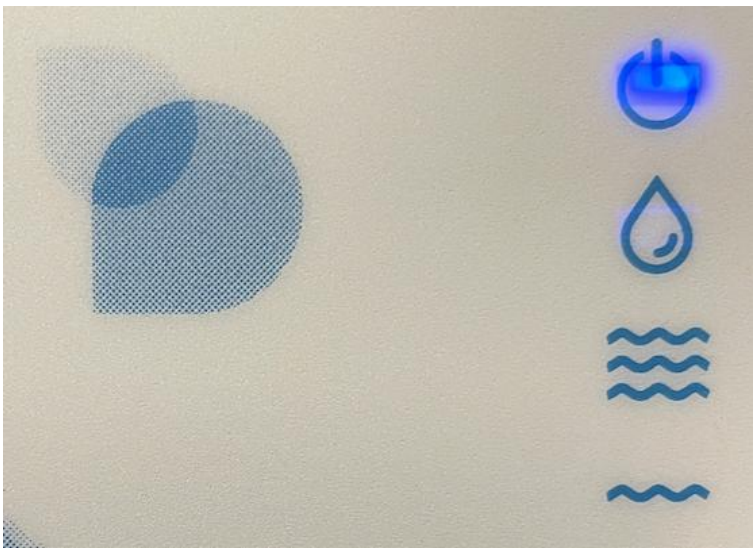

Figure 1 – Status On Normal Level
i. **Normal level** – the level is considered normal when the water is above the minimum level (i.e. MIN and NORMAL probes in water) and below the maximum level (i.e. MAX and NHIGH probes out of water). In this situation, the equipment does not take any action and only the 'ON' light comes on (figure 1).